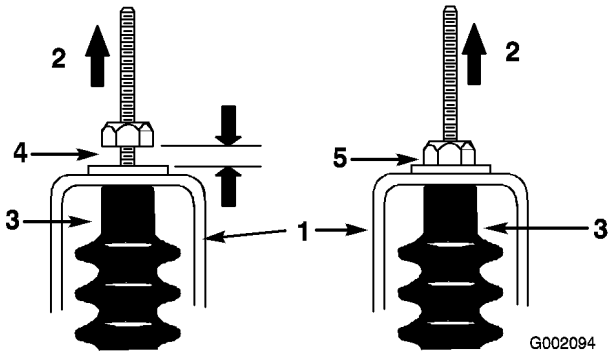

Figur 41
5. Trekk opp hver skiftekabel for å sikre at det ikke er noe melllomrom mellom mutter/skive og nøytral brakett (Figur 41). Hvis det er et mellomrom, strammer du til mutteren.